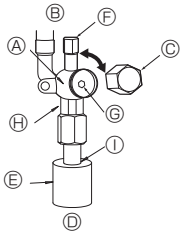

Fig. 4-6
② Sicherstellen, daß das Absperrventil vollständig offen ist, und die Kappe zurück in Ausgangsstellung drehen.
(2) Flüssigkeitsseite von P100-P140 (Fig. 4-6)
① Entfernen Sie die Kappe und drehen Sie die Ventilstange mit einem 4 mm-Sechskantschlüssel bis zum Anschlag gegen den Uhrzeigersinn. Hören Sie auf zu drehen, wenn der Anschlag erreicht ist.